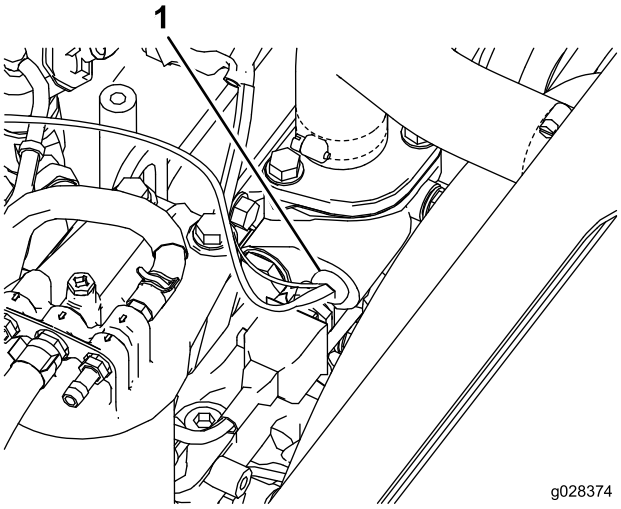

**Rysunek 20**
2. Odłącz przewody elektryczne i zdemontuj przełącznik termiczny z lewej strony obudowy termostatu silnika (Rysunek 20).